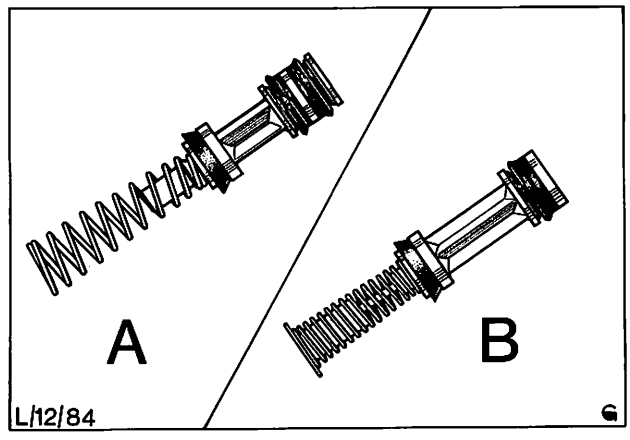

Abb. 55 A = Primärkolben mit Manschetten
2. Hauptzylinder in einen Schraubstock (mit Schutzbacken) spannen. Kolben nach innen drücken und Sprengring, Anschlagscheibe und Primärkolben entfernen, Abb. 55.
4. Sekundärkolben, Abb. 55, vorsichtig mit niedrigem Luftdruck oder Hydraulikdruck aus dem Zylinder drücken.